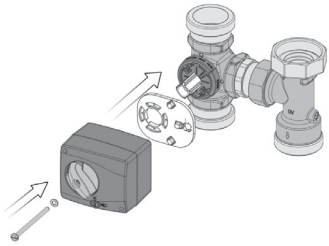

Fig. 19
6. Montați protecția anti-răsucire (9) pe ventilul de amestec cu 3 căi (fig. 19).
7. Așezați servomotorul pe adaptor (3) (fig. 19).
8. Strângeți șurubul (4) cu șaiba dințată (5) cu un cuplu de 5 Nm (fig. 19).